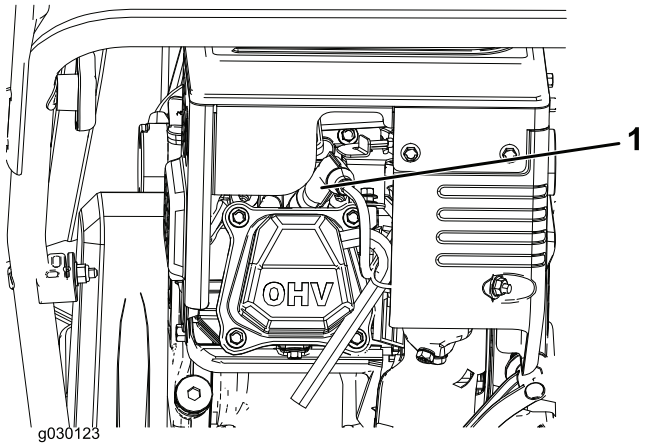

Рисунок 23
1. Снимите изоляционный колпачок (Рисунок 23).